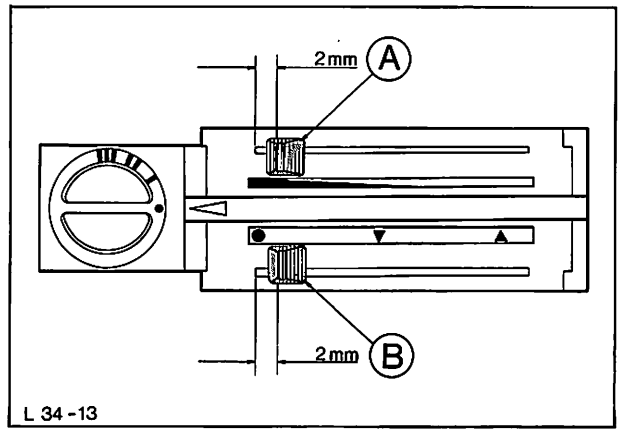

Abb. 13 Hebel am Bedienungsschalter einstellen
2. Am Bedienungsschalter Regulierhebel „A" und „B" ca. 2 mm vor Anschlag bringen, Abb. 13. Befestigungsschellen des entsprechenden Bowdenzuges der Verteilerklappe bzw. der Temperaturregulierklappe am Heizungsgehäuse lösen. (Nach Einstellung muß der Hebel in beiden Endstellungen gleiche Vorspannung haben.)